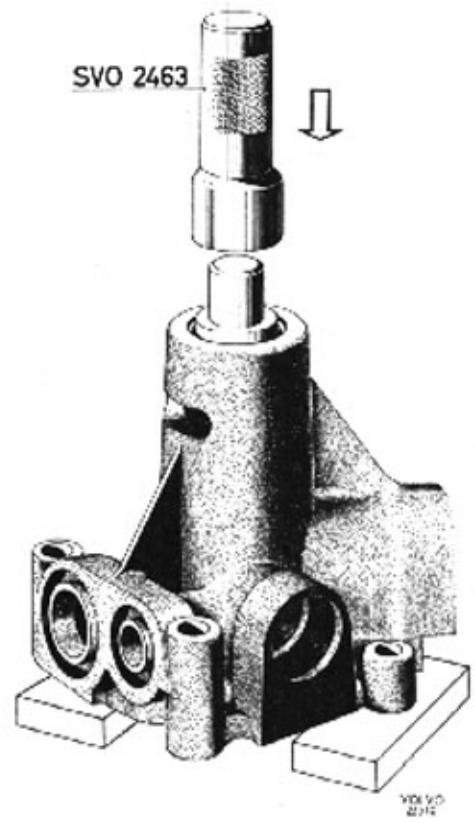

Bild 26-8. Demontering av axel och skovelhjul
1. Pressa ned axel och lager i huset med dorn SVO 2463 på liknande sätt som visas på bild 26-8, så långt att låstråden kan stickas in i sitt spår. Sätt i låstråden.